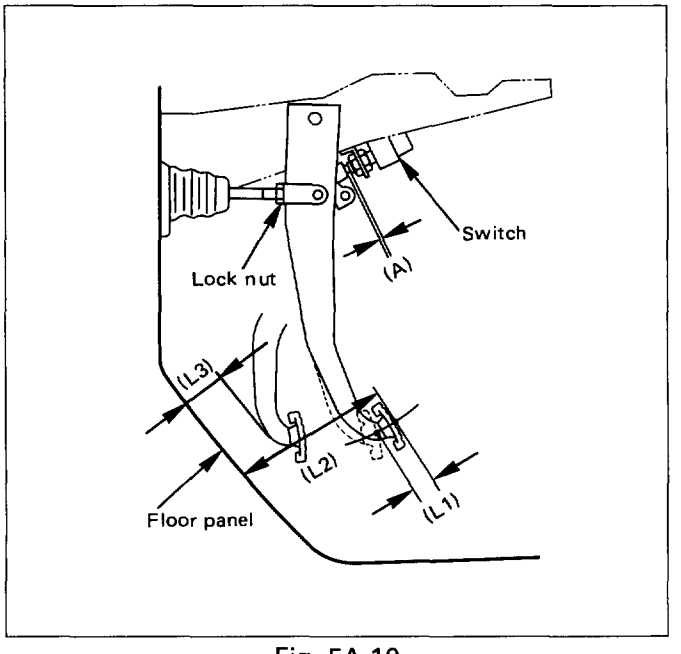

Fig. 5A-10
g) Adjust the stoplight switch to the specified clearance (between switch housing and brake pedal) by rotating the switch housing (Fig. 5A-11).